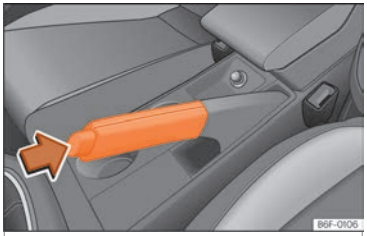

Fig. 163 Handbrake between the front seats.
– Pull the handbrake lever up ››› **Fig. 163**.
– Pull the lever up slightly and press the release knob in the direction of the arrow ››› **Fig. 163** and guide the handbrake lever down fully ››› ⚠.